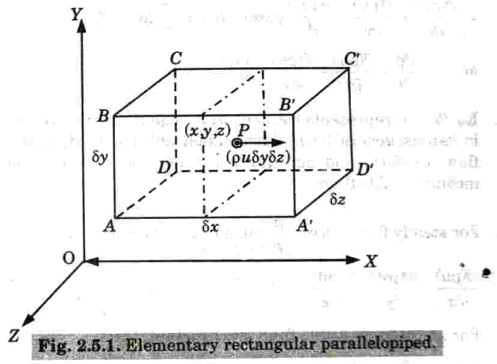

Fig. 2.5.1. Elementary rectangular parallelopiped.
1. Consider an elementary rectangular parallelopiped with sides of length δx, δy and δz as shown in Fig. 2.5.1.